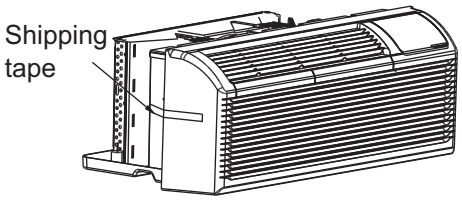

Fig.3
- Carefully remove shipping tapes from the front panel. (See Fig.3)